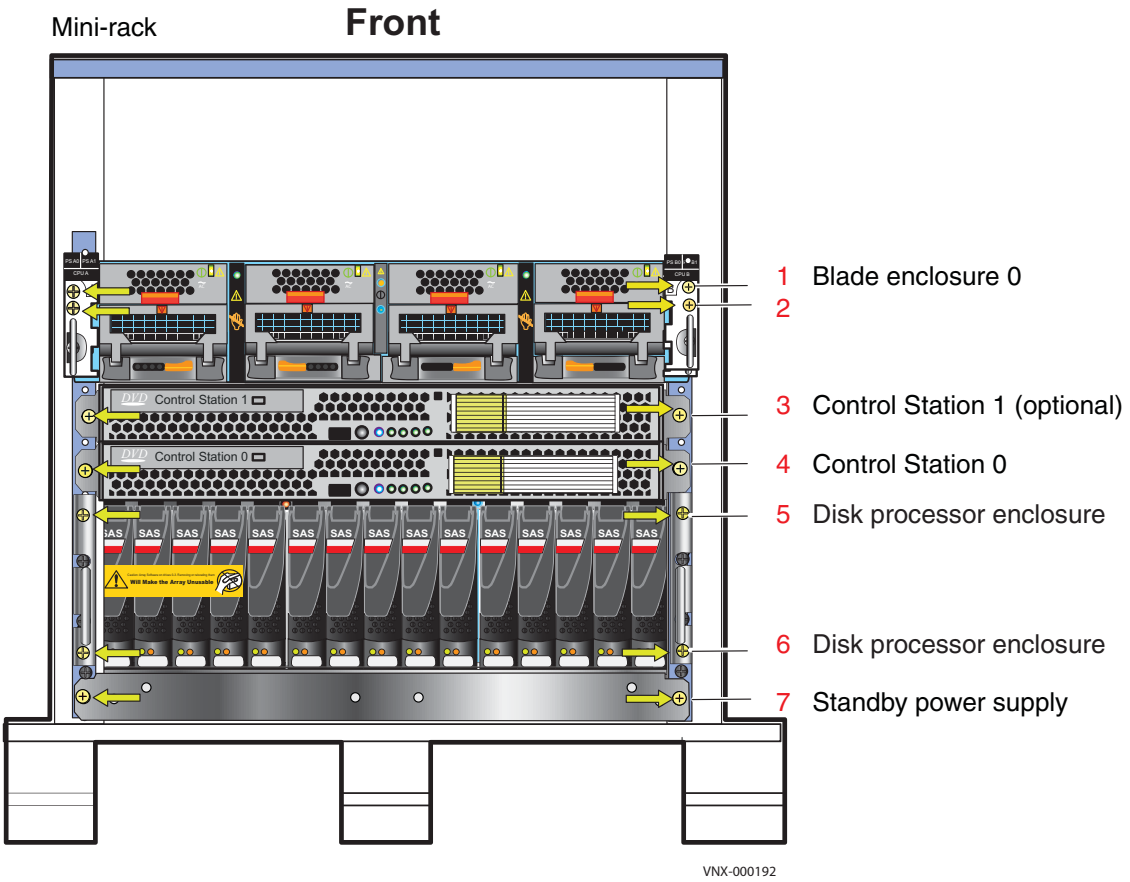

**Figure 1** Mini-rack components
2. Remove only the screws (colored yellow in Figure 1) holding the components in the mini-rack. The yellow colored arrows in Figure 1 point you to which screws to remove.